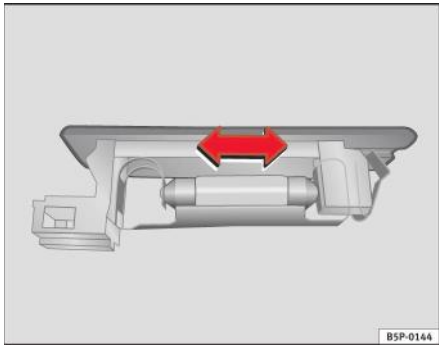

Fig. 197 Lampa din portbagaj
– Apăsați becul în lateral şi scoateți-l din carcasă ⇒ fig. 197. ■